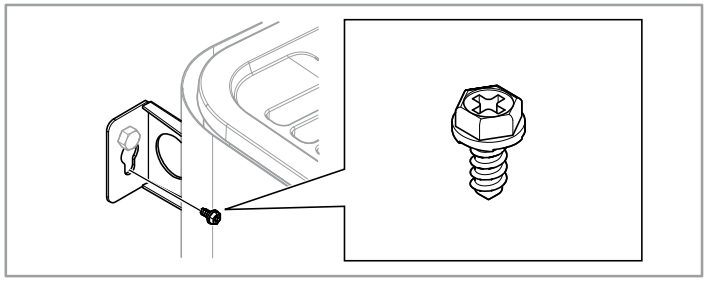

Abbildung 20: Sicherungsschraube für Halterung
2. Fixieren Sie die Heizung mit der Sicherungsschraube (siehe Abb. 20).